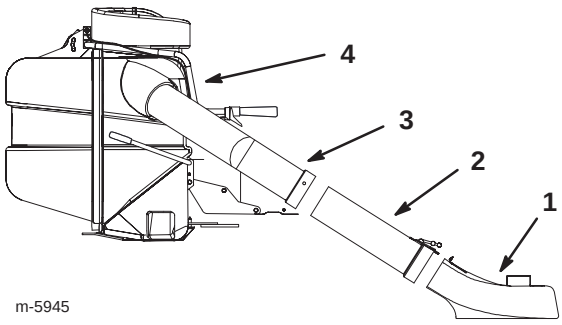

Bild 15
6. Schieben Sie das mittlere Rohr auf die Manschette und verriegeln Sie sie (Bild 15).
7. Montieren Sie das obere Rohr im Kollektor und auf das mittlere Rohr (Bild 15).
12. Montieren Sie das obere und mittlere Rohr am Kollektor und an der Manschette (Bild 15).